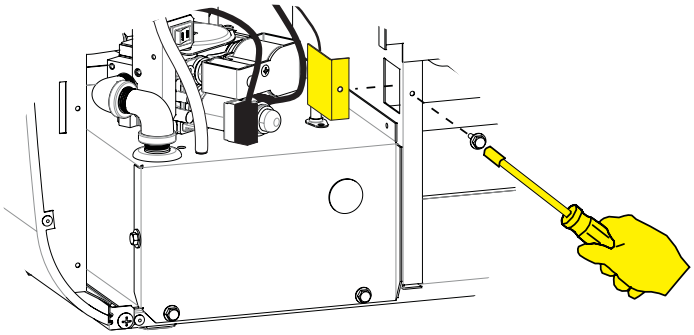

Figure 13
16. Enlever la vis à tête hexagonale qui fixe la plaque de blocage du panneau de séparation à l'aide du tournevis à douille 5/16 et enlever la plaque de blocage. Se départir de la plaque de blocage et conserver la vis. **Voir Figure 13.**